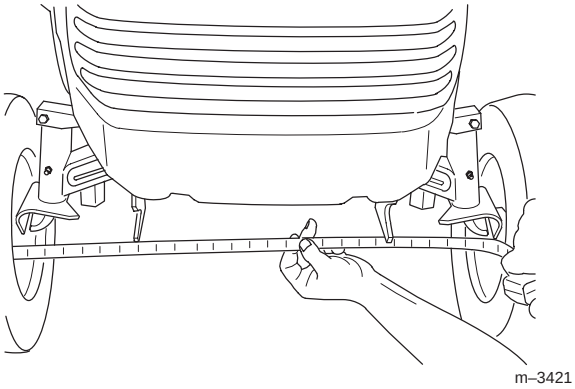

Bild 41
Das Beibehalten der korrekten Vorspur der Vorderräder ist für die Sicherheit, die Funktion der Smart-Turn™-Lenkung und den Bedienungskomfort wichtig. Wenn Sie eine ungleichmäßige Abnutzung der Reifen, ein Abreiben der Rasenfläche oder ein Erschweren der Lenkung feststellen, kann eine Einstellung erforderlich sein. Kontrollieren Sie die Vorspur alle 100 Betriebsstunden oder mindestens einmal pro Jahr (Bild 41).
4. Messen Sie den Abstand zwischen beiden Vorderreifen auf Achshöhe (an der Vorder- und Rückseite der Räder) (Bild 41).